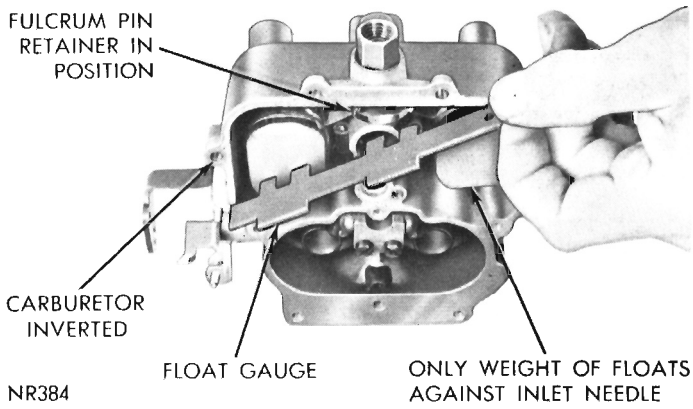

Fig. 8—Checking Float Setting
(1) To correctly set float height when carburetor is being overhauled, install floats with fulcrum pin and pin retainer in main body.
(2) Install rubber-tipped needle, seat and gasket in body and tighten securely.
(3) Invert main body so that weight of float only is forcing needle against seat. Hold finger against retainer to fully seat fulcrum pin.
(4) Using Tool T-109-280 or a "T" scale, measure float, (Fig. 8). There should be 5/16 inch from surface of fuel bowl to crown of each float at center.